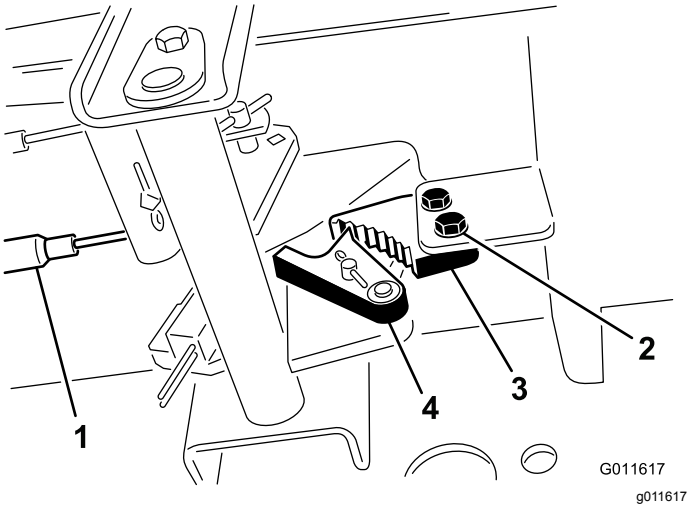

Figur 65
1. Løsn de to skruer, der fastholder parkeringsbremsepedalen på stellet (Figur 65).
2. Tryk parkeringsbremsepedalen frem, indtil parkeringsbremselåsen kobler helt ind på bremsepedalen (Figur 65).